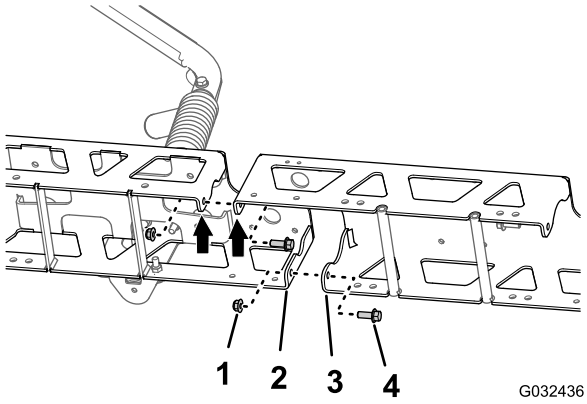

Figur 117
1. Passa in hålen i de vertikala flänsarna på den mittre centersektionens fackverksram med hålen i den yttre centersektionens fackverksram (Figur 117).
2. Montera förlängningen för centersprutrampen löst på fackverksramen (Figur 117) med de två flänsskruvarna (⅜ x 1 tum) och de två flänslåsmuttrarna (⅜ tum).
3. Passa in hålen i de vertikala flänsarna på den mittre centersektionens fackverksram med hålen i den andra yttre centersektionens fackverksram (Figur 117).
4. Montera förlängningen för centersprutrampen löst på den andra fackverksramen (Figur 117) med de två flänsskruvarna (⅜ x 1 tum) och de två flänslåsmuttrarna (⅜ tum).